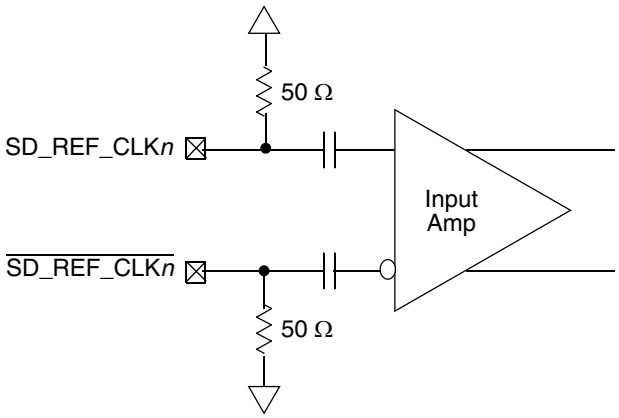

Figure 33. Receiver of SerDes Reference Clocks
- The SD_REF_CLK*n* and $\overline{\text{SD_REF_CLK}n}$ are internally AC-coupled differential inputs as shown in Figure 33. Each differential clock input (SD_REF_CLK*n* or $\overline{\text{SD_REF_CLK}n}$) has on-chip 50-Ω termination to SGND followed by on-chip AC-coupling.